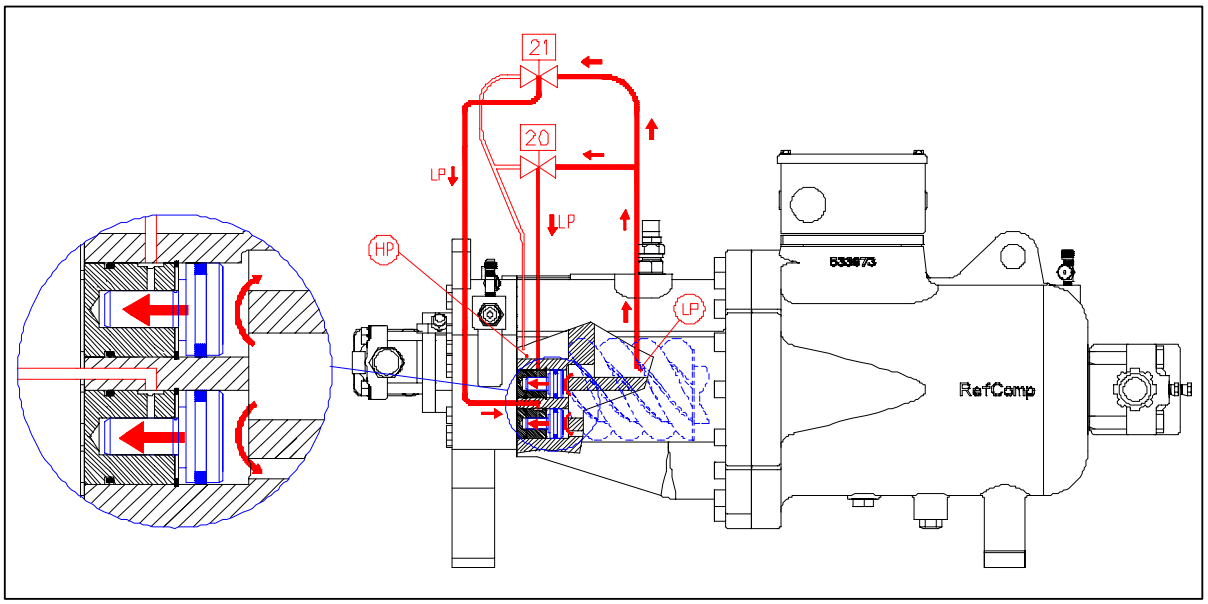

Рисунок 3-K: Модуляция производительности 50%. LP: низкое давление; HP: высокое давление;
Электромагнитные клапаны 20 и 21 приводятся в действие (см. Рисунок 3-K). Это устанавливает связь цилиндрических поршней с давлением всасывания (LP). Затем поршни (1) перемещаются влево под действием давления нагнетания роторов, открывая отверстия (2), которые пропускают 50% (25% + 25%) потока на сторону всасывания. Таким образом достигается регулировка нагрузки до 50%.